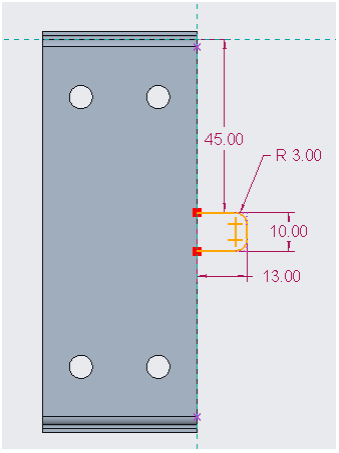

Figure 14-118 *The sketch for the flat wall*
5. Orient the model such that the top face of the base wall is at the top and draw the sketch for the user-defined flat wall, as shown in Figure 14-118. Note that the sketch drawn should be open at the top. Choose the **OK** button to exit the sketcher environment.